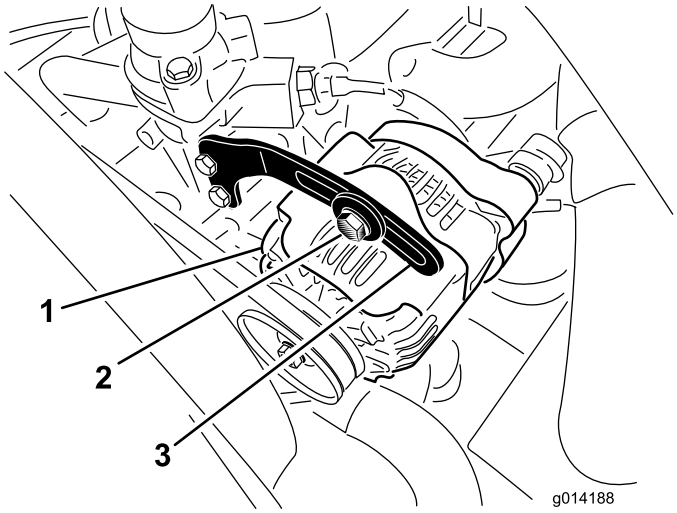

Figura 57
2. Compruebe la tensión de la correa del alternador flexionándola (Figura 57) en el punto intermedio entre las poleas del alternador y del cigüeñal con una fuerza de 10 kg.
3. Afloje el perno que sujeta el tirante al alternador (Figura 57), y el perno de pivote del alternador.